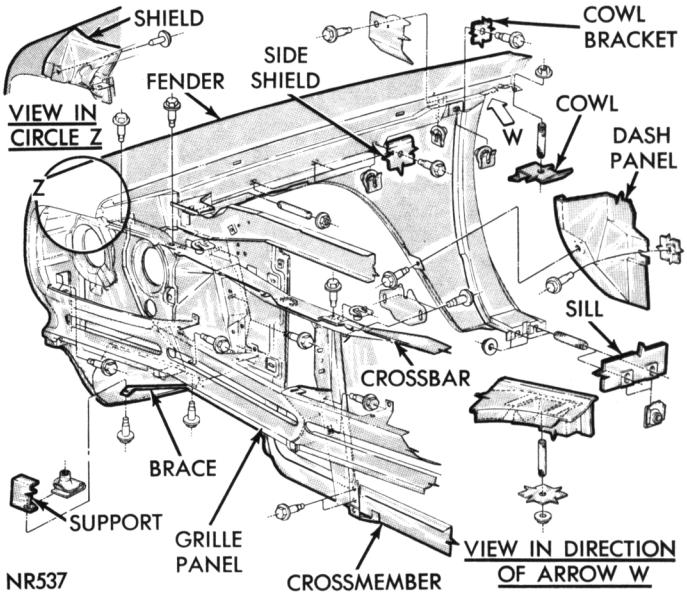

Fig. 10—Fender Attachment
(1) Disconnect battery ground strap.
(2) Tape leading edge of front door and cowl to fender area to avoid damaging paint.
(3) Remove front bumper assembly.
(4) Disconnect head lamp wires and remove nuts attaching grille extension to fender.
(5) Remove nuts and screws attaching fender to cowl, floor sill, wheelhouse or splash shields and radiator yoke (Fig. 10).
(6) Remove fender assembly and if necessary remove fender mouldings, ornamentation and head light assemblies.